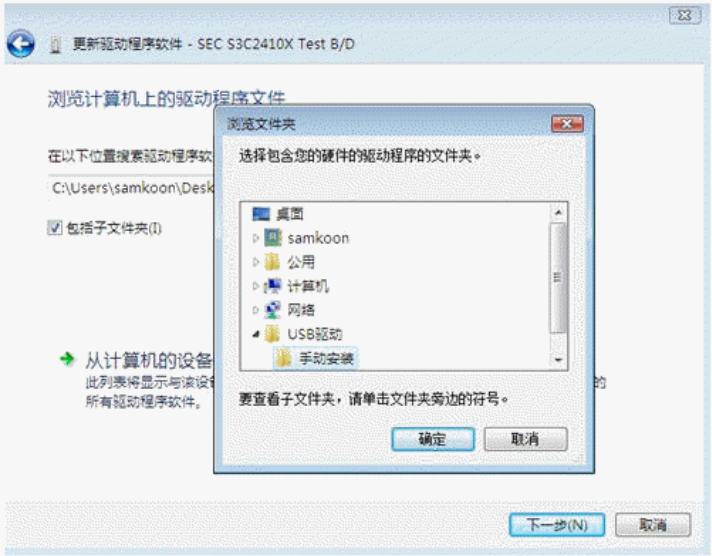

Рисунок 2-24: Выбор папки ручной установки в VISTA
- Затем, найдите папку “Manual installation” и нажмите “next”. Смотрите рисунок 2-24.